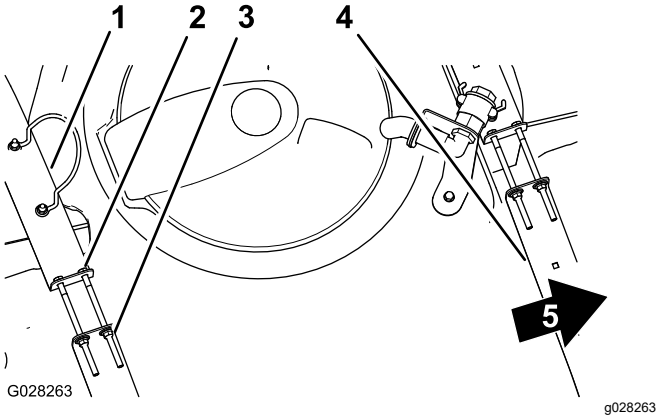

Bild 26
2. Prüfen Sie, ob Sie zwischen den Behälterriemen und dem Behälter eine Bewegung feststellen können (Bild 26).
3. Wenn die Behälterriemen lose am Behälter angebracht sind, ziehen Sie die Sicherungsbundmutter und Schrauben oben an den Riemen an, bis sie mit der Behälterfläche bündig sind (Bild 26).